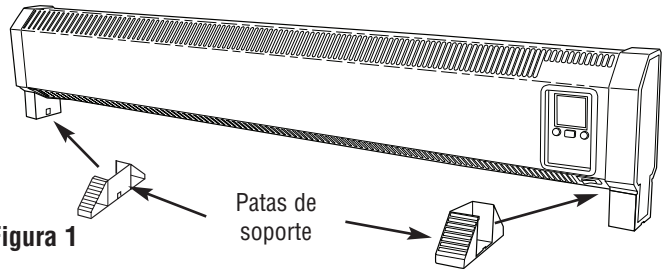

Figura 1
3. Coloque las patas de soporte derecha e izquierda en el calefactor, y encájelas en su posición como se muestra en la Figura 1.
4. No haga funcionar el calefactor sin tener instaladas sus patas de soporte, como se muestra en la Figura 1.